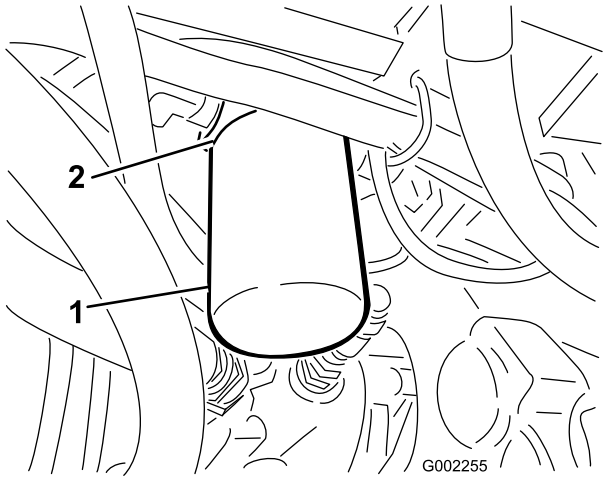

Figur 57
2. Rengjør området rundt der filteret skal festes (Figur 57).
4. Fjern filteret (Figur 57).
5. Smør ny filterpakning (Figur 57).